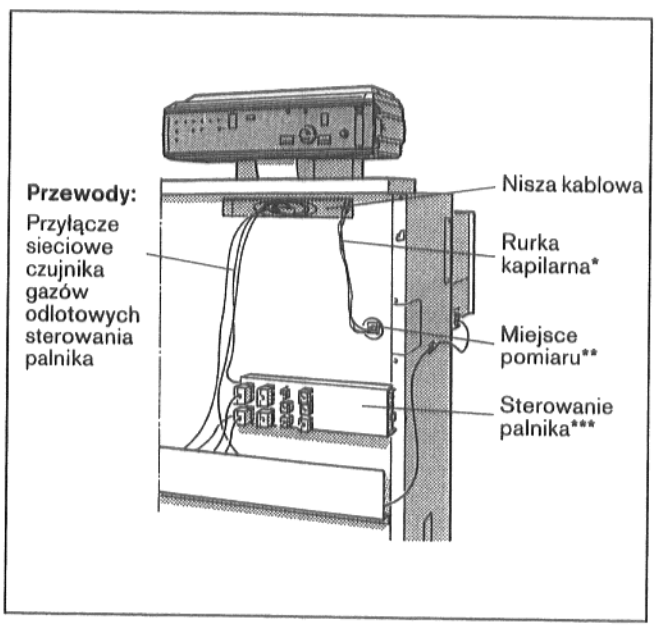

Rys. 38 - Strona przednia kotła ze zdjętą ścianą przednią
- Czujnik temperatury wprowadzić w tuleję zanurzaną (miejsce pomiaru) aż do oporu (p. Rys. 38). Spirala z tworzywa sztucznego zsuwa się automatycznie z powrotem. Sprężyna wyrównawcza musi zostać razem wsunięta w tuleję zanurzaną.